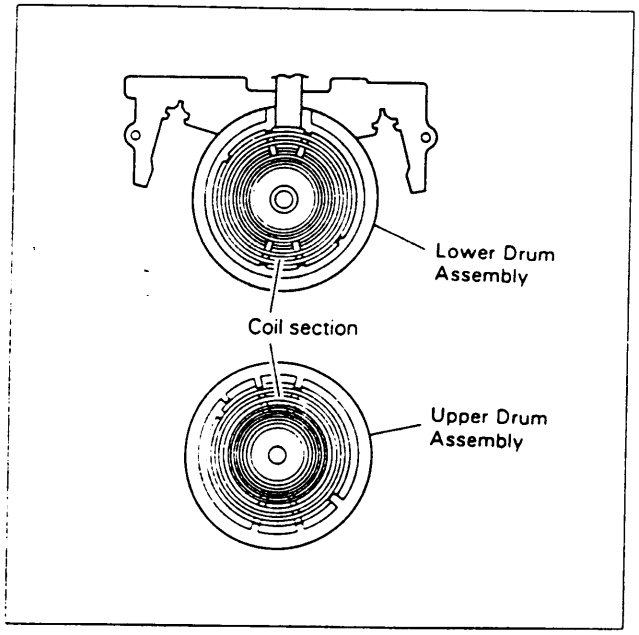

Fig. 2-4-6
2) Set a new Washer on the Drum shaft (see Fig. 2-4-6).